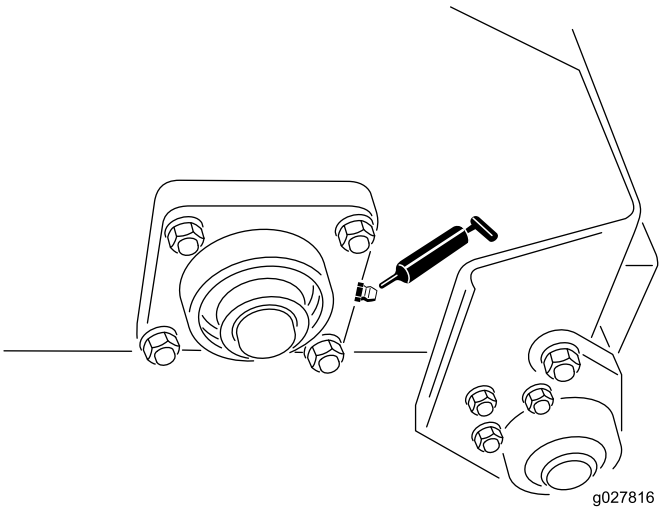

Figur 8
- Fingerrotorlager (2) (Figur 8)